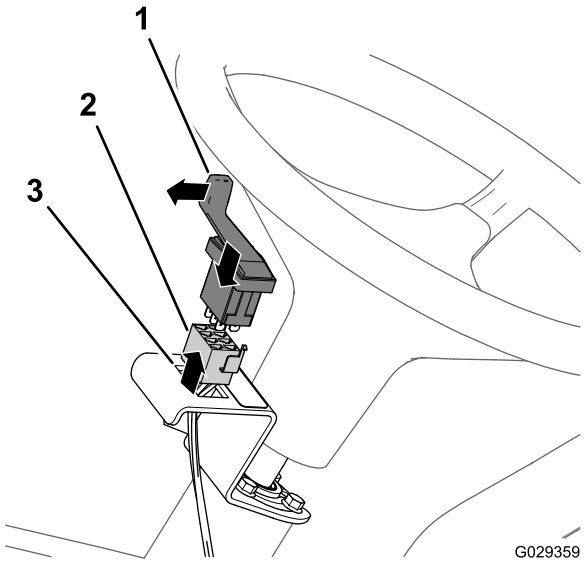

Figur 26
4. Montera omkopplaren i fästet och tryck in omkopplaren tills den snäpper ordentligt på plats i öppningen (Figur 26).